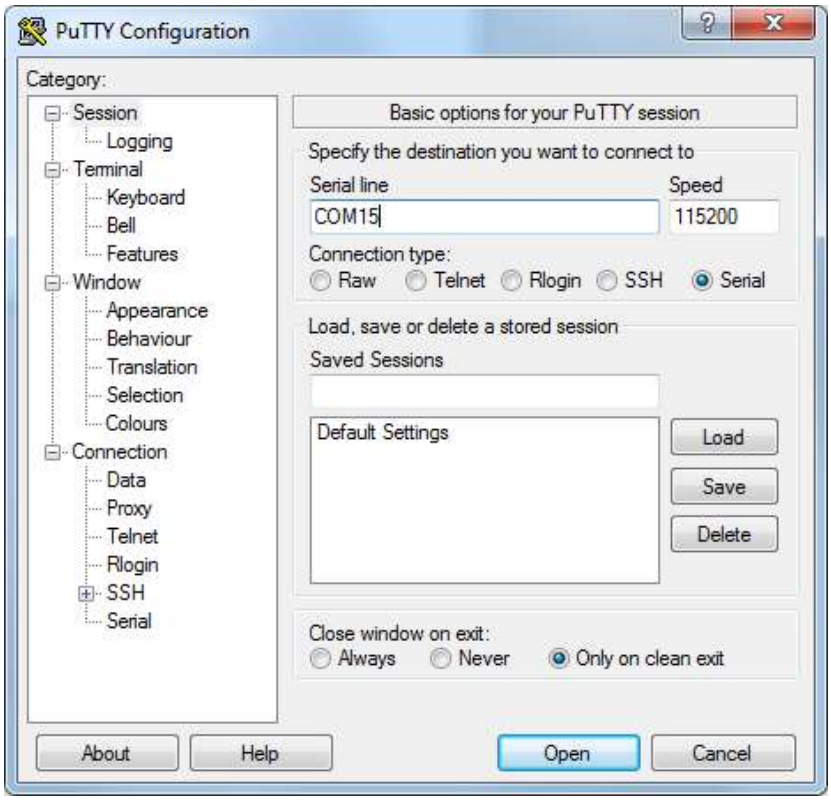

Figure 2-5. *PuTTY settings for Windows computers*
7. The rest of the defaults should be fine (see Figure 2-5). Click OK.
8. The rest of the defaults should be fine (see Figure 2-5). Click OK.